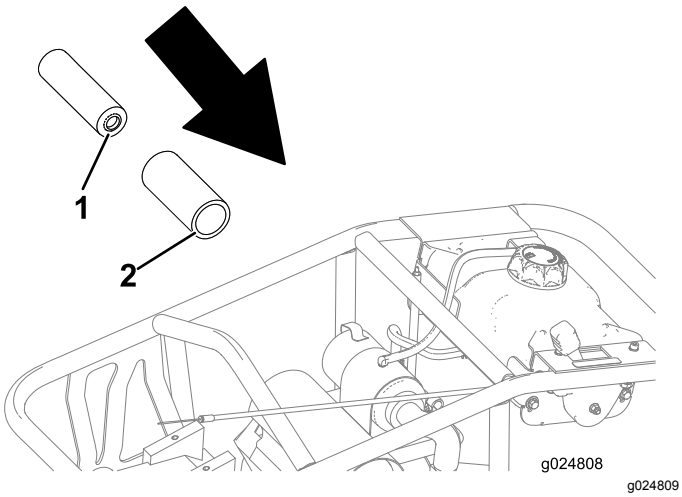

Figura 17
10. Instale los elementos del limpiador de aire y asegúrese de que están orientados correctamente (Figura 17).
Importante: **Asegúrese de que los extremos abiertos de los elementos del limpiador de aire están orientados hacia dentro, hacia la máquina; la máquina no funcionará si los elementos no están orientados correctamente, debido a la restricción del flujo de aire (Figura 17).**